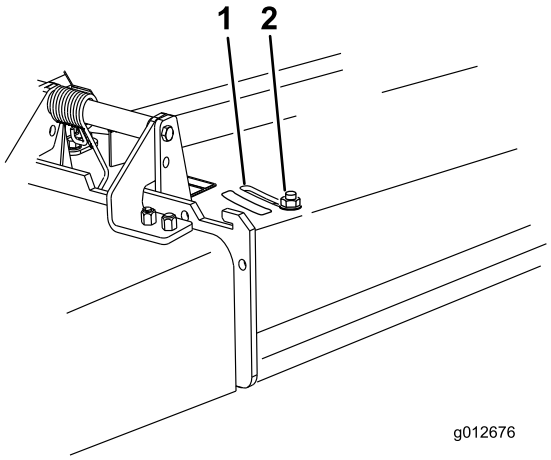

**Figuur 29**
3. Draai de moer los om de plaat te verstellen (Figuur 29).